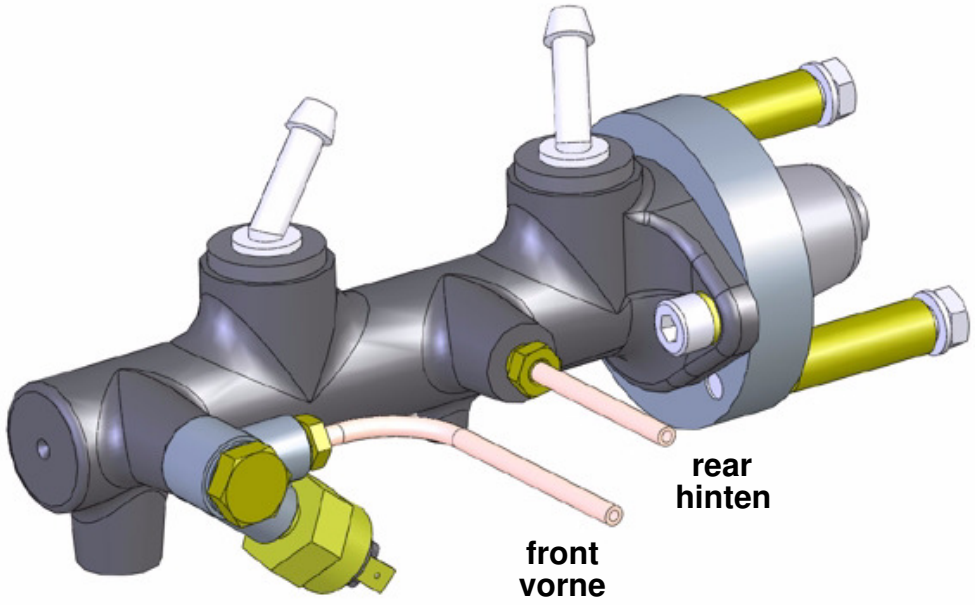

Fig.2
- Install the adapter ring on the master cylinder with the two allen hex bolts (Pos.6, Fig.1) and the safety washers(Pos.5,Fig.1). The adaptor ring needs to be positioned the correct way, as shown in Fig.2 (note the offset positions of the adaptor ring bolt holes). It is possible to install this the wrong way, so please take extra care.
- Befestigen Sie den Adapterring am HBZ mit den zwei Innensechskantschrauben (Pos.6, Fig.1) und Federringen (Pos.5, Fig.1) so, dass in Fahrtrichtung rechts eine Gewindebohrung oberhalb der rechten Befestigung zum HBZ sitzt. Siehe Fig.1 oder Fig.2.
See Fig. 2 for further information.
Siehe Fig. 2
- Drehen Sie die Verschraubungen der hinteren und der vorderen Bremsleitung handfest in den HBZ. (Siehe Fig.2).